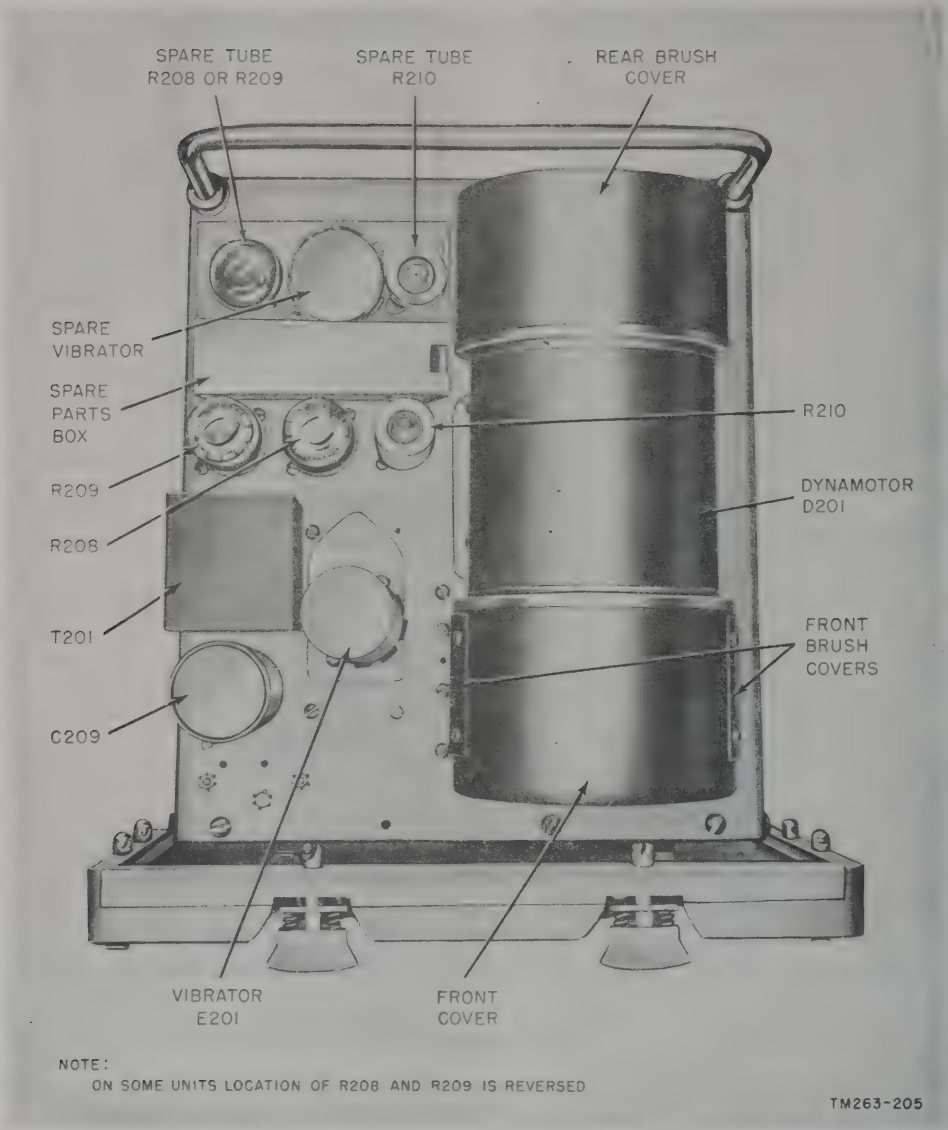
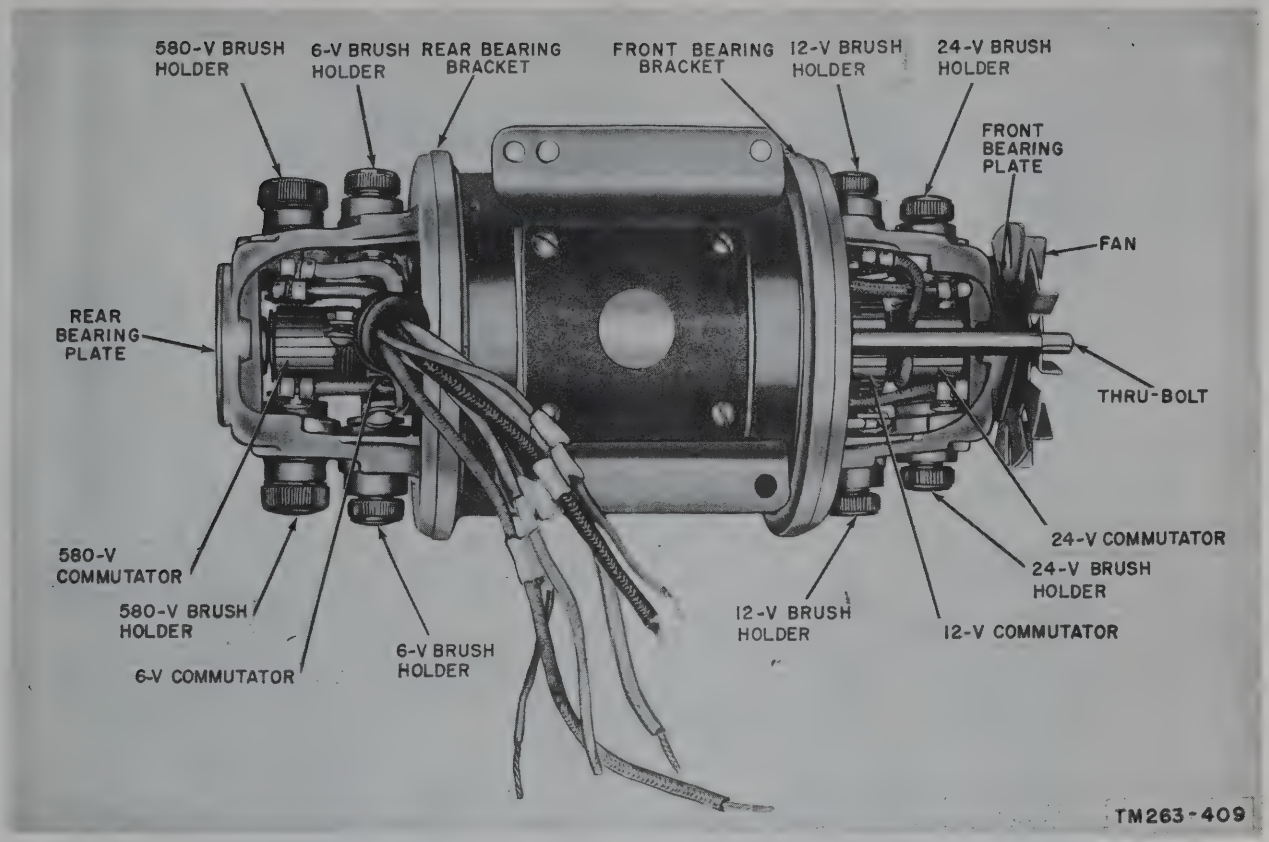

Figure 141. Dynamotor-Power Supply DY–88/GRC–9, top view of chassis.
Figure 144. Dynamotor D201, covers removed, bottom view.
b. Remove the four screws holding each of the two front brush covers (fig. 141) to the dynamotor. The 12- and 24-volt brushes (fig. 144) are now accessible.